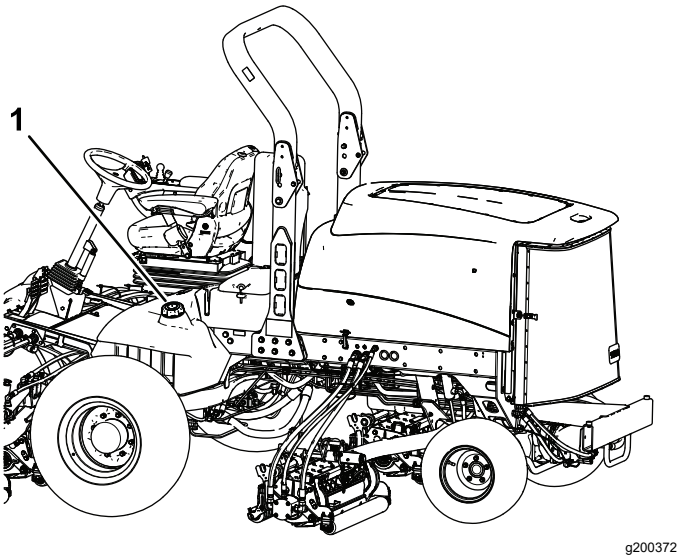

Figura 34
3. Retire a tampa do depósito de combustível (Figura 34).